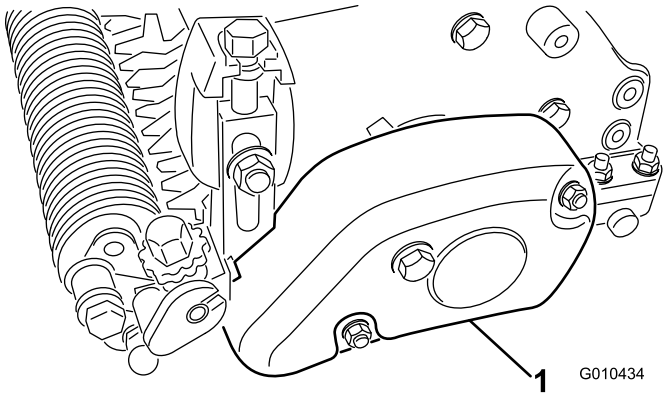

**Figura 28**
1. Retire la cubierta de la correa de la carcasa del acondicionador (Figura 28).